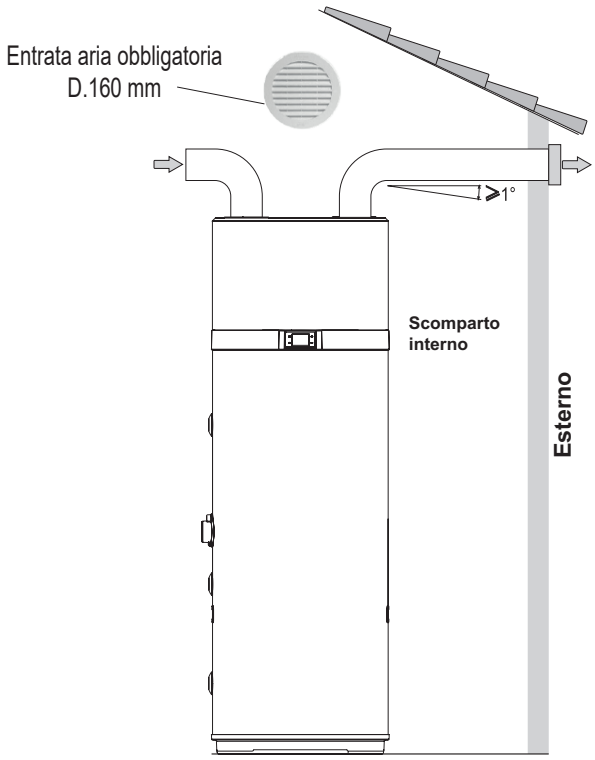

fig. 53 - Esempio di collegamento scarico aria
- Realizzare un canale d'aria dedicato così come indicato nella fig. 53.